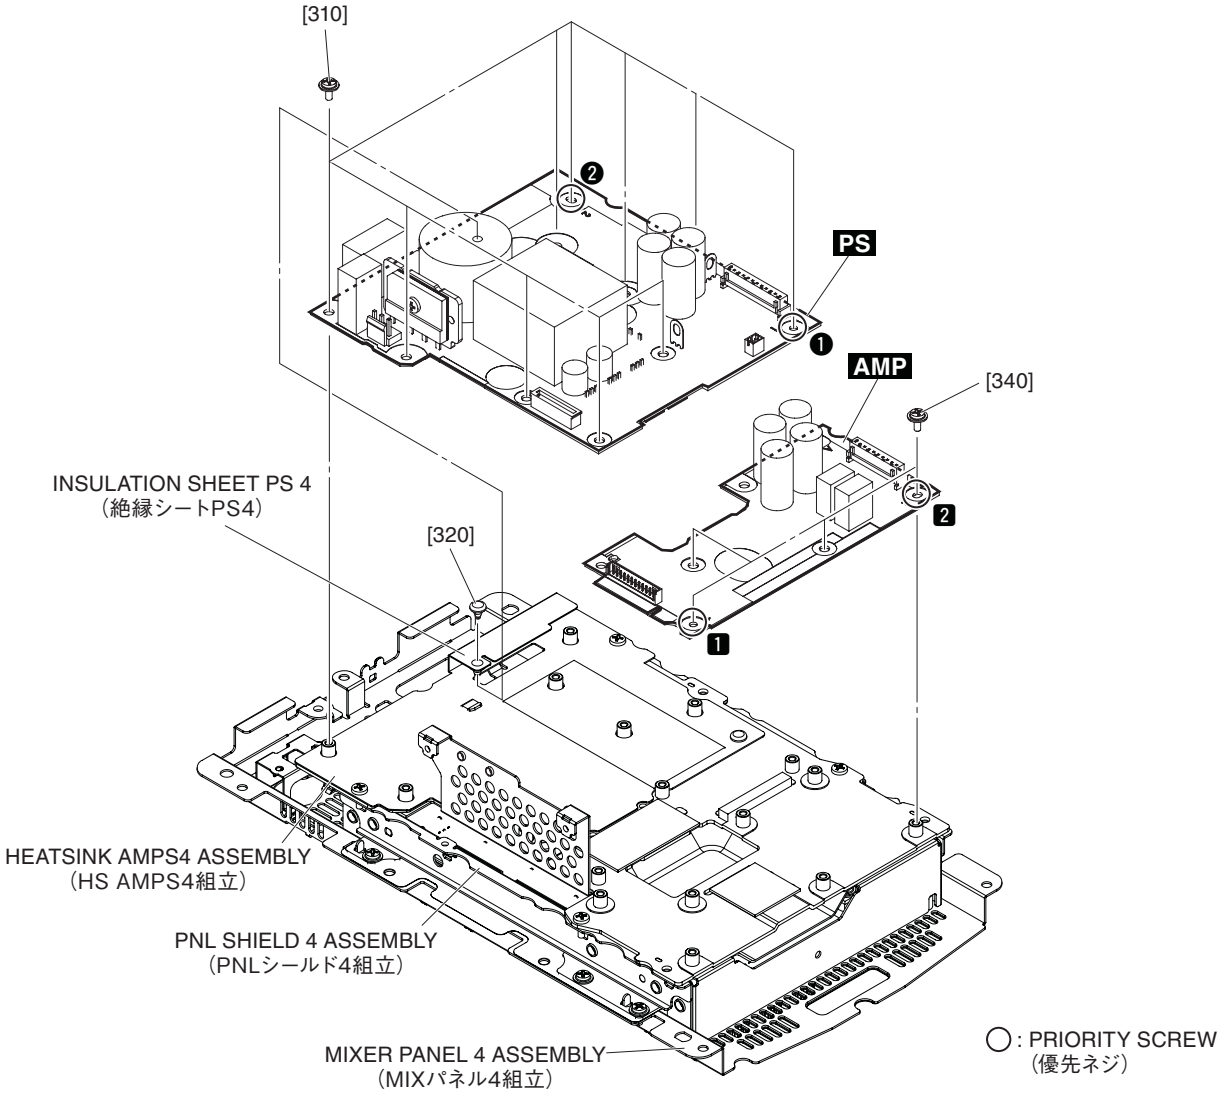

Fig.B-8（図B-8）
B-8-6 Remove the ten (10) screws marked [310] and nylon rivet marked [320]. The PS circuit board can then be removed. (Fig. B-8)
* ***When installing the PS circuit board, first tighten the two (2) priority screws as shown in Fig. B-8.***
B-8-6 [310] のネジ 10 本と [320] のプラスチックリベット 1 個を外して、PS シートを外します。(図 B-8)
※ PS シートを取り付けるときには、優先ネジ 2 本を図に示す順で先に締めてください。(図 B-8)
B-9-8 Remove the four (4) screws marked [340]. The AMP circuit board can then be removed. (Fig. B-8)
* ***When installing the AMP circuit board, first tighten the two (2) priority screws as shown in Fig. B-8.***
B-9-8 [340] のネジ 4 本を外して、AMP シートを外します。(図 B-8)
※ **AMP シートを取り付けるときには、優先ネジ 2 本を図に示す順で先に締めてください。(図 B-8)**